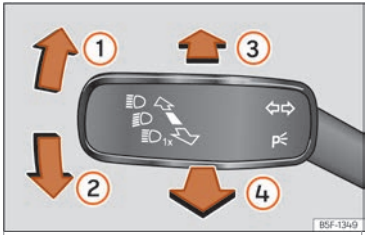

Fig. 102 Levier des clignotants et des feux de route.
- À partir de la position de base, appuyez en avant sur le levier des clignotants et de feux de route ››› fig. 102 ③. L'activation du témoin indique que l'assistant des feux de route est activé.
- **OU :** avec les feux de route activés, tirez vers l'arrière le levier des clignotants et des feux de route ››› fig. 102 ④.